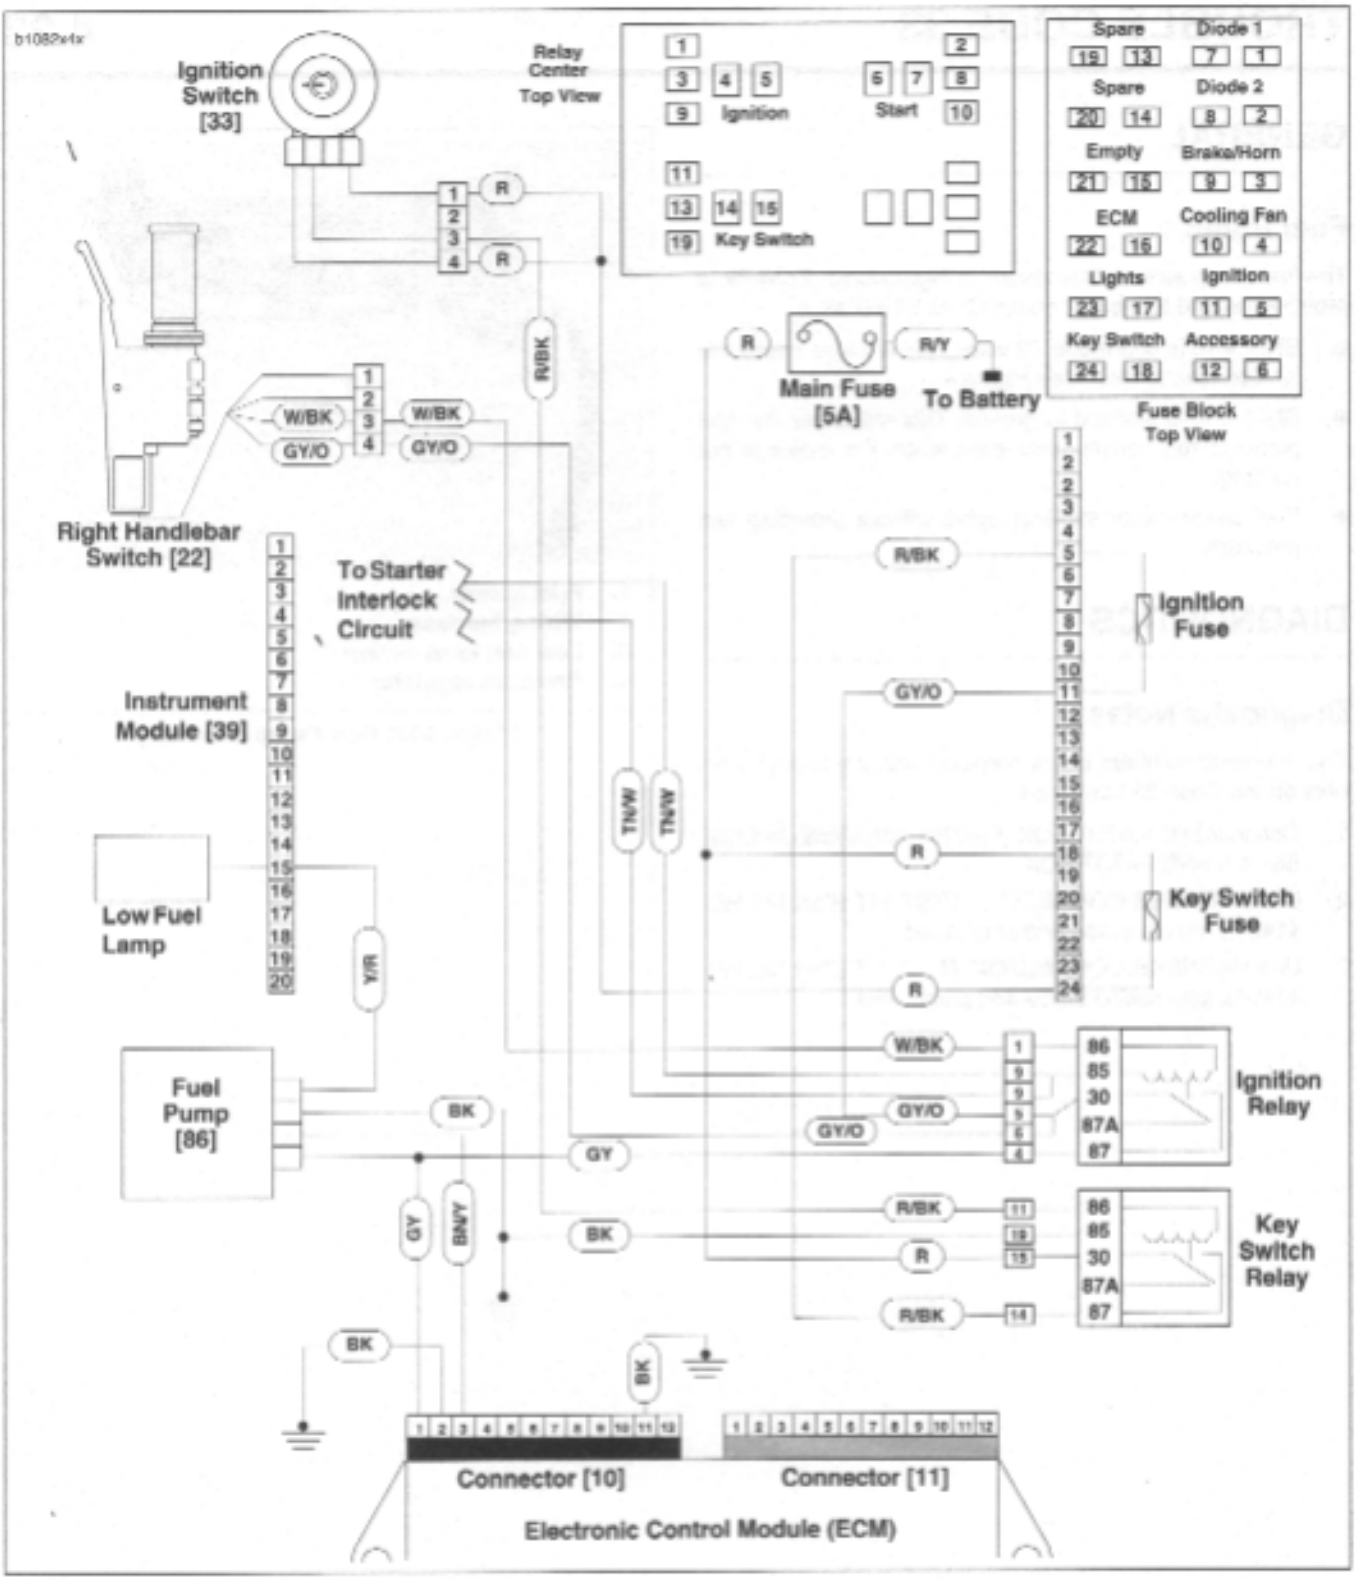

Figure 4-53. Fuel Pump Circuit
- BN/Y wire is shorted to 12 volts. This will also cause the ignition fuse to blow. See Figure 4-53.
Table 4-26. Wire Harness Connectors In Figure 4-53.